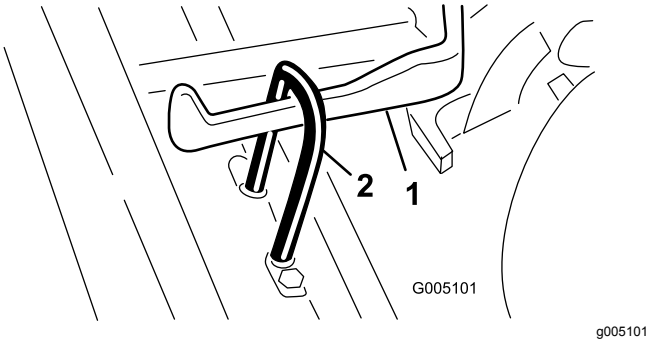

Figura 7
2. Fate scorrere l'apparato di taglio sotto il telaio di trazione facendo scorrere contemporaneamente il gancio di sollevamento sul relativo braccio (Figura 7).